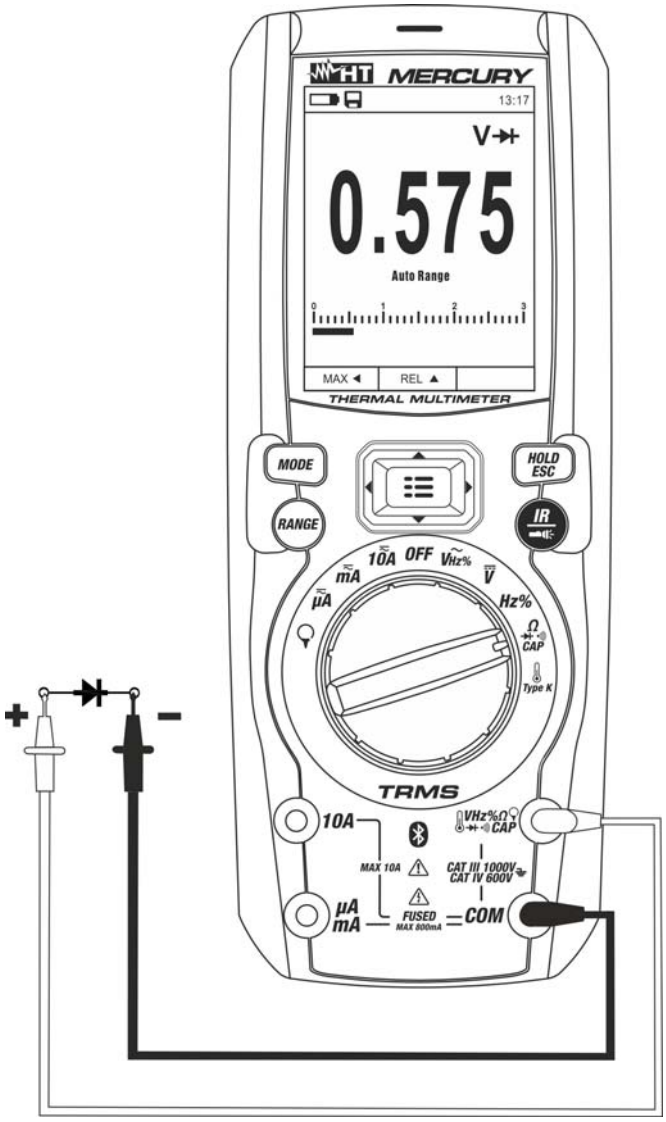

Fig. 25: Uso dello strumento per la Prova Diodi
4. Posizionare i puntali ai capi del diodo in esame (vedere Fig. 25) rispettando le polarità indicate. Il valore della tensione di soglia in polarizzazione diretta è mostrato a display
6. Se lo strumento visualizza il messaggio "**OL**" i terminali del diodo sono invertiti rispetto a quanto indicato in Fig. 25 oppure la giunzione P-N del diodo è danneggiata